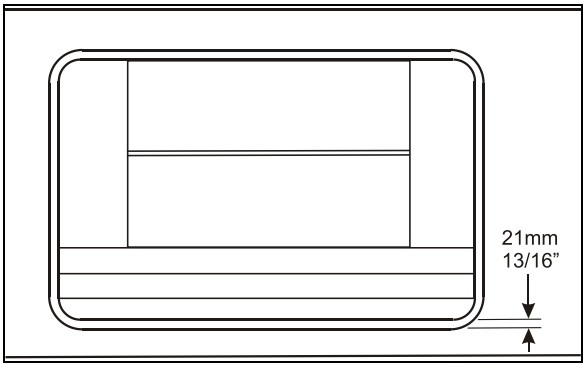

FIGURE 5: SLIDE-OUT LEVEL ADJUSTMENT
The desired height level is 13/16” (21mm) from the bottom (Figure 5)
When proper level is reached (Figure 5) retaining screws A & B maintain the support seated on the leveling screws.
The desired gap on each side is 13/16” (21mm) (Figure 5)
1. With the lower edge of the slide-out outer panel flush with the vehicle body, adjust the slide-out level. (Figure 5) The distance between the top of the horizontal member under the slide-out and the slide-out under panel must be 21mm (13/16” approximately).